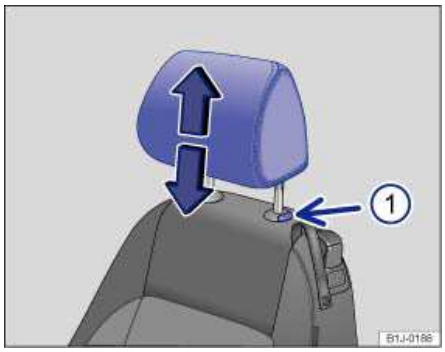

Fig. 46 Adjusting the front head restraints.
- Pull the head restraint up in the direction of the arrow, or push it down while pressing the button ⇒ fig. 46 (1) ⇒ ⚠.